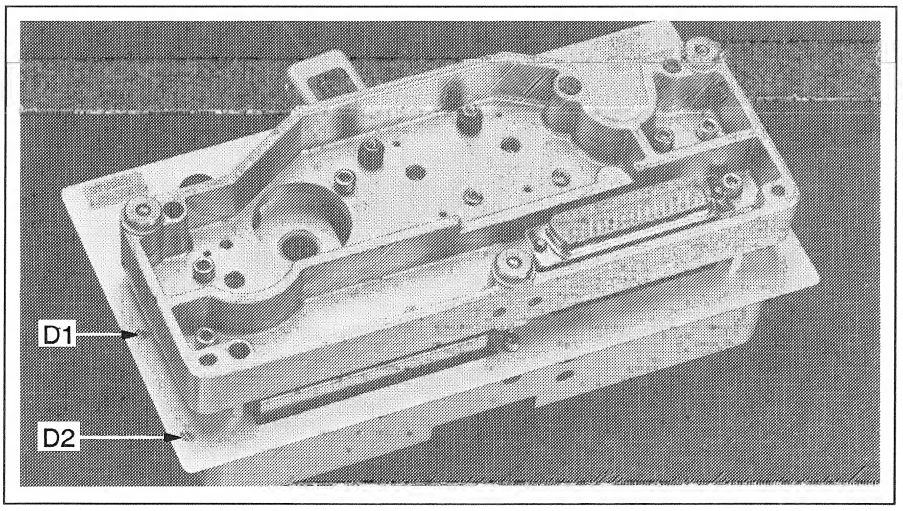

Fig. 3.4.47 Befestigungsschrauben D1 und D2 des Bandabweisers.
- Bandabweiser (Schrauben **D1** und **D2**) entfernen (Fig. 3.4.47).